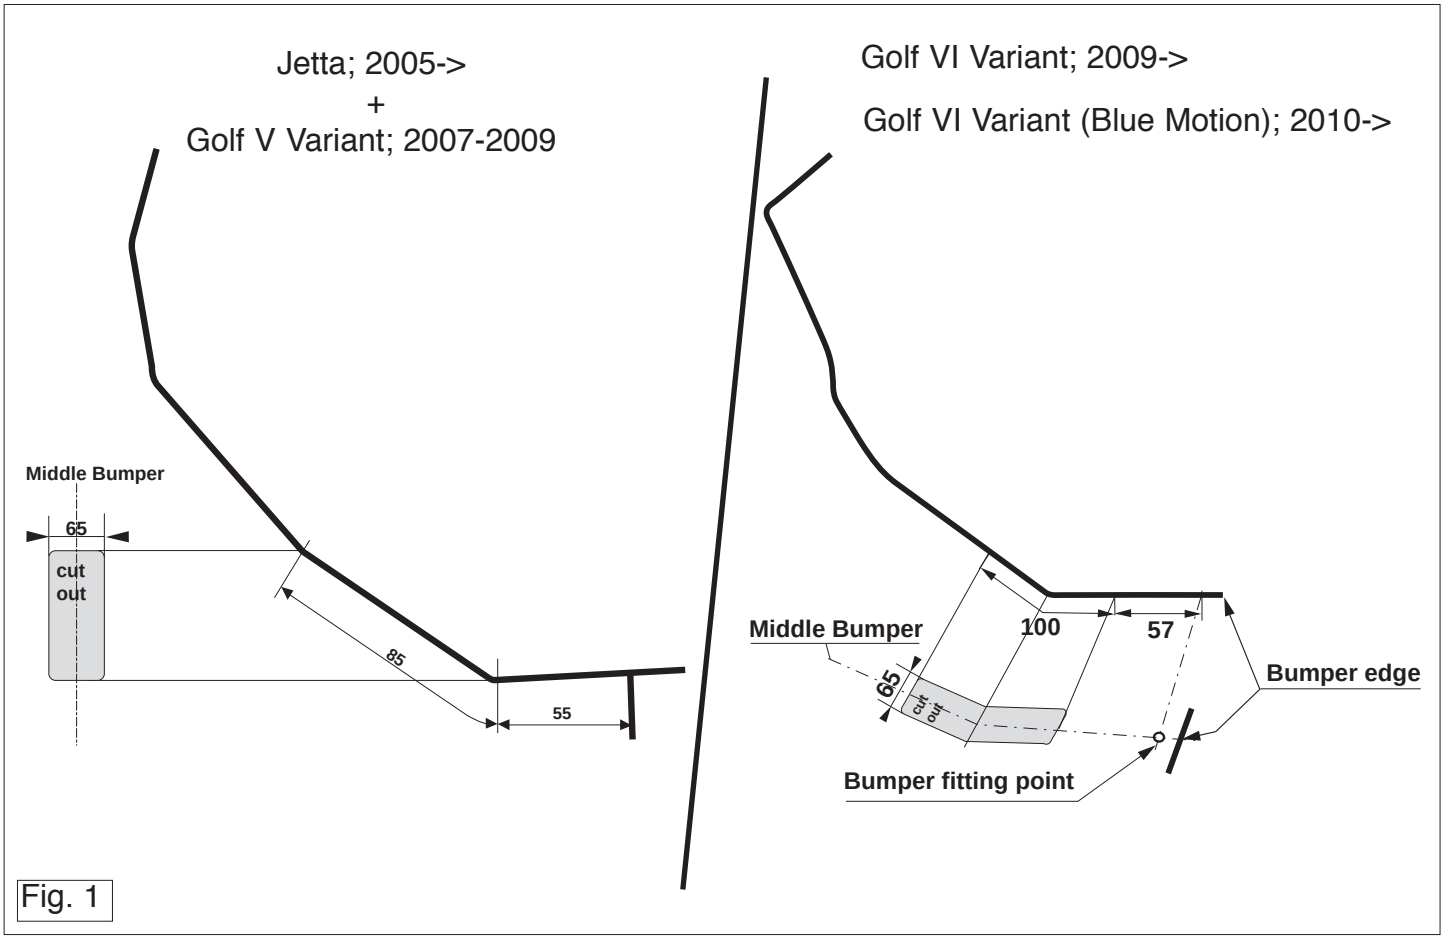

Fig. 1
8. Sav en del ud af kofangeren midt på undersiden jf. fig. 1.